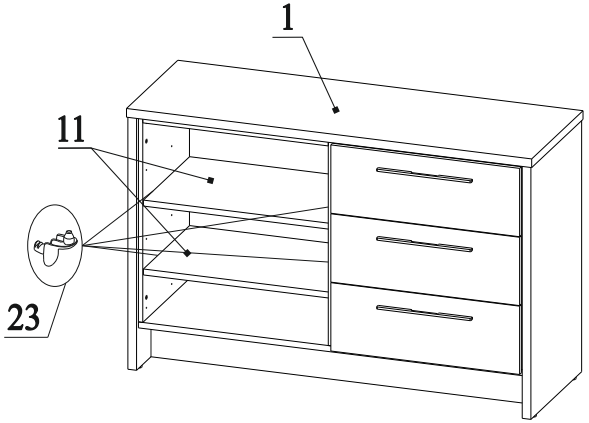

Рис.18
29. Соединить деталь 1 с деталями 2, 3 и 6, затянуть эксцентрики по часовой стрелки до упора (рис.18);
31. Вставить полкодержатели 23 в отверстия на деталях 4 и 6 на нужной высоте (рис.18);
32. Установить детали 11 в каркасе тумбы (рис.18);
33. Установить ящики в каркас тумбы (рис. 18);